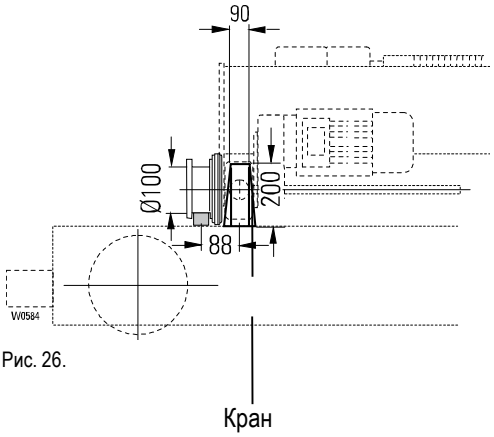
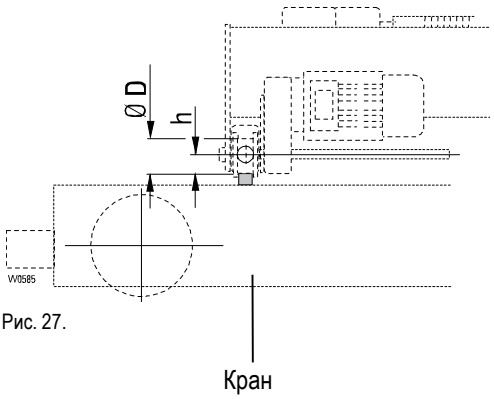

Рис. 26.
Рис. 27.
- Смонтируйте подходящие упоры. Размеры см. Рис. 26., Рис. 27.. и Табл. 17.